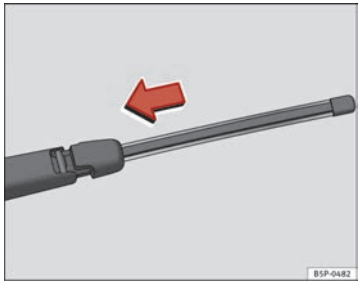

Fig. 132 Fitting the rear window wiper blade
– Place the blade as shown in the ⇒ Fig. 132 and slide the adapter along until it engages.